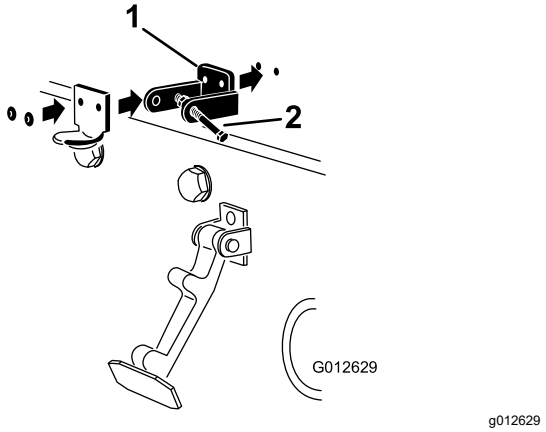

Figuur 13
Opmerking: De beugel van de vergrendeling moet zich tegen de motorkap aan bevinden (Figuur 13). Verwijder de bout en moer niet van de arm van de vergrendelbeugel.
5. Bevestig de beugels en de ringen met de popnagels aan de motorkap (Figuur 13).